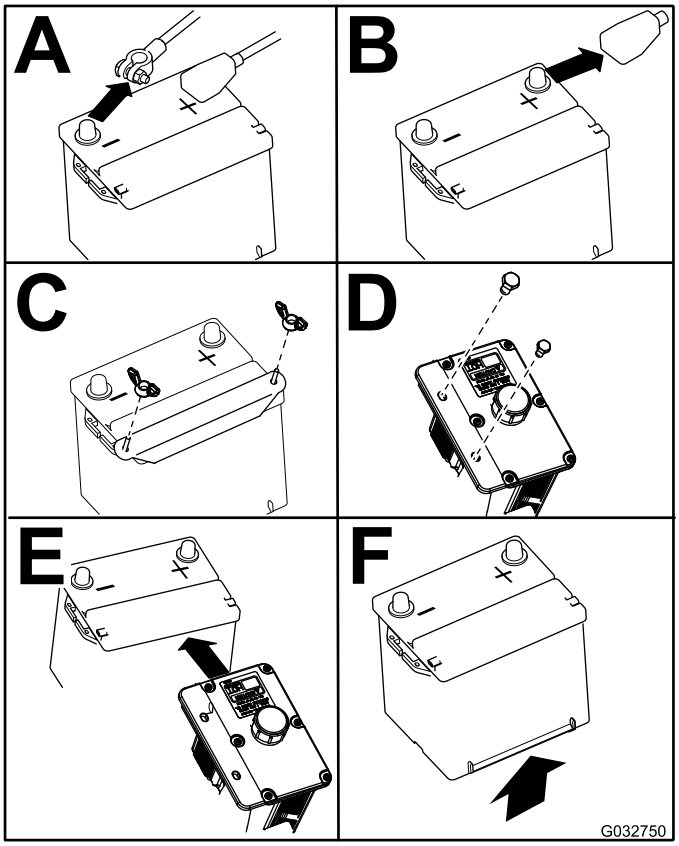

Figur 53
4. Fjern batteriet, som vist i Figur 53.